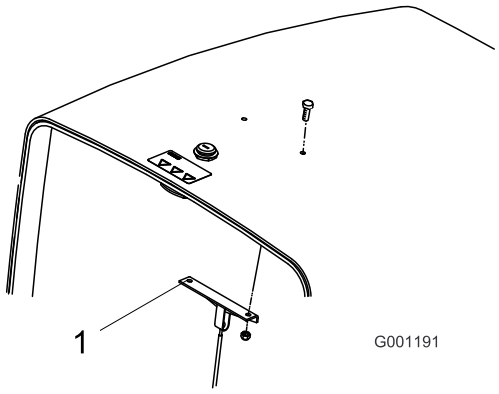

Figur 4
1. Fjern og kasser de to skruer og møtrikker, der holder hjelmens kabelbeslag fast på motorhjelmens underside (Figur 4).